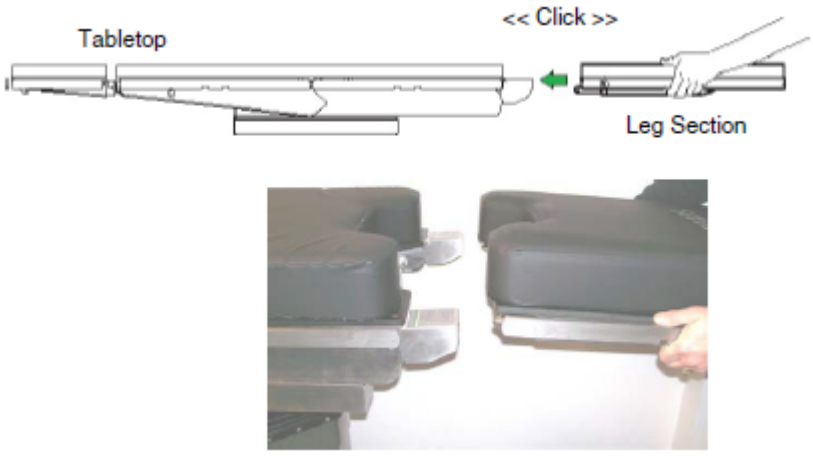

Figure 8-2. Attaching Leg Section
2. **With top seat section of table horizontal, insert both leg section installation rods into seat frame until fully engaged. Listen for "click" sound to indicate correct installation (see *Figure 8-2*).**